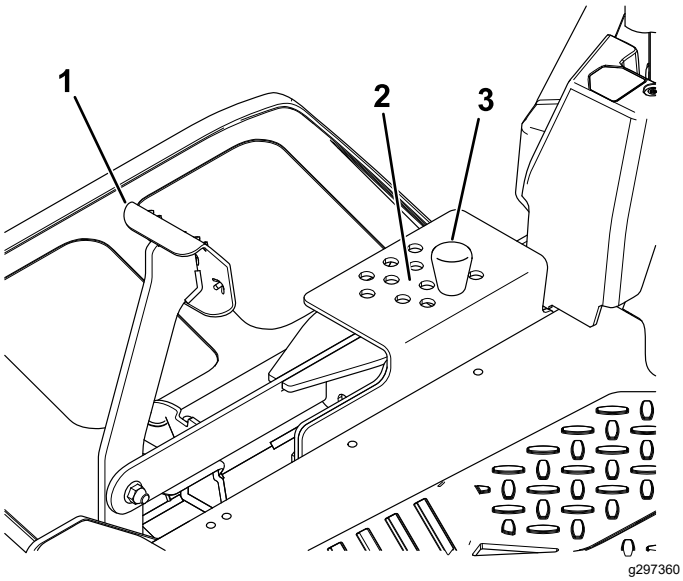

Figur 36
2. For å justere fjerner du bolten fra klippehøydebraketten (Figur 36).
3. Velg det hullet i klippehøydesystemet som svarer til ønsket klippehøyde, og sett inn pinnen (Figur 36).